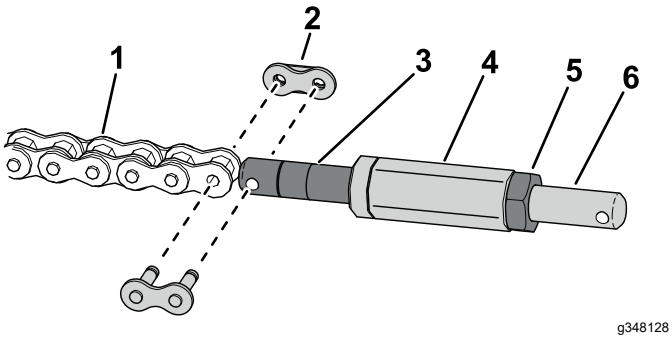

Rysunek 13
5. Użyj ogniwa łańcucha, aby zamocować łańcuch do śruby rzymskiej łańcucha (Rysunek 13).
6. Zamontuj wałek sześciokątny do śruby rzymskiej łańcucha (Rysunek 13).
7. Za pomocą przeciwnakrętki zamocuj śrubę rzymską ogniwa łańcucha do wałka sześciokątnego (Rysunek 13).